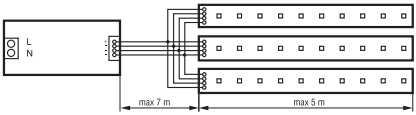

Рис.1
2.8. К одному каналу RGB контроллера не рекомендуется подключать последовательно более 5 метров светодиодной ленты. Для подключения нагрузки высокой мощности сечение провода должно соответствовать расчетному значению сечения для максимального потребляемого тока нагрузки. Каждые дополнительные 5 метров светодиодной ленты рекомендуется подключать параллельно отдельным проводом к RGB контроллеру как показано на рис.1 ниже.